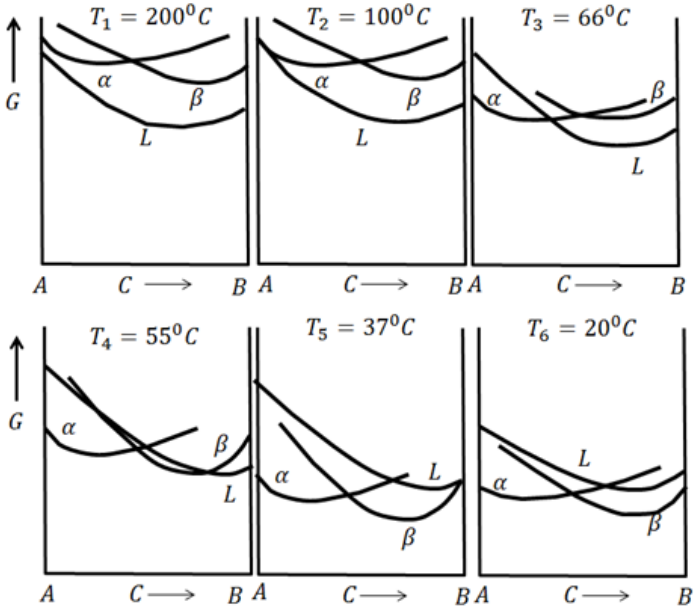

Рис. 1 (а-е)
Задача 1. Пользуясь кривыми Гиббса (рис. 1, а-е) постройте и опишите фазовую диаграмму бинарной системы АВ:
**Рис. 1.** Моделирование зерен в поликристалле. Пузырьковая модель и схема Эти области являются аналогами отдельных кристаллов или зерен в поликристалле, а линии, где отдельные области встречаются - это границы зерен. В каждой области вы должны найти гексагональную организацию пузырей, внутри которых можно определить 3 семейства линий под углом 60° друг к другу, вдоль которой пузыри соприкасаются. Ээти линии называются плотноупакованными направлениями. Плотноупакованные направления подобны осям в кристалле, они позволяют определить ориентацию каждого зерна. Их ориентация резко меняется на границе зерна. Угол, на который плотноупакованные направления отличаются на границе зерна, называется разориентацией. Максимально возможные отклонения в пузырьковой модели составляют 30°. Разориентация является одной из характеристик границ зерен. **Задание 2: В своем отчете вы должны объяснить причину, почему максимально возможные отклонения в пузырьковой модели составляют 30°? (рисунок + формулы = доказательство).** **Задание 3: Вы должны сфотографировать не менее 3 разных границ зерна, показать на фото разориентации и линии, вдоль которых каждая граница существует. Дать определение границам зерен (большеугловые, малоугловые, наклона, кручения и т.д.), записать все возможные определения, дать пояснения.**